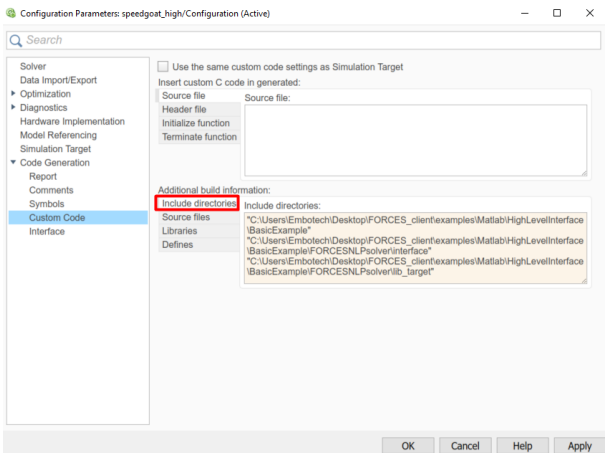

Figure 10.69: Add the directories included for the code generation.
10. (Figure 10.69) In the "Code Generation/Custom Code" tab, include the directories: